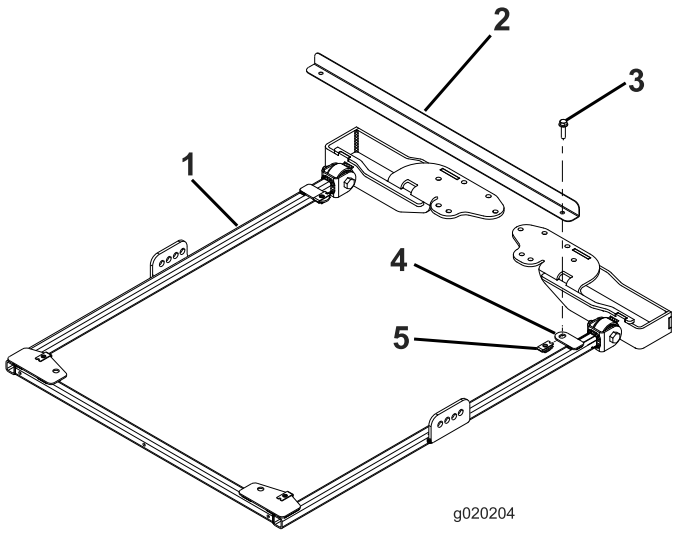

Figur 1
1. Raminriktningsstången ska fästas på monteringstapparna på den bakre delen av solskärmens ram med två flänsskruvar (5/16 × 1 1/4 tum) enligt Figur 1 så att ramen riktas in på rätt sätt.